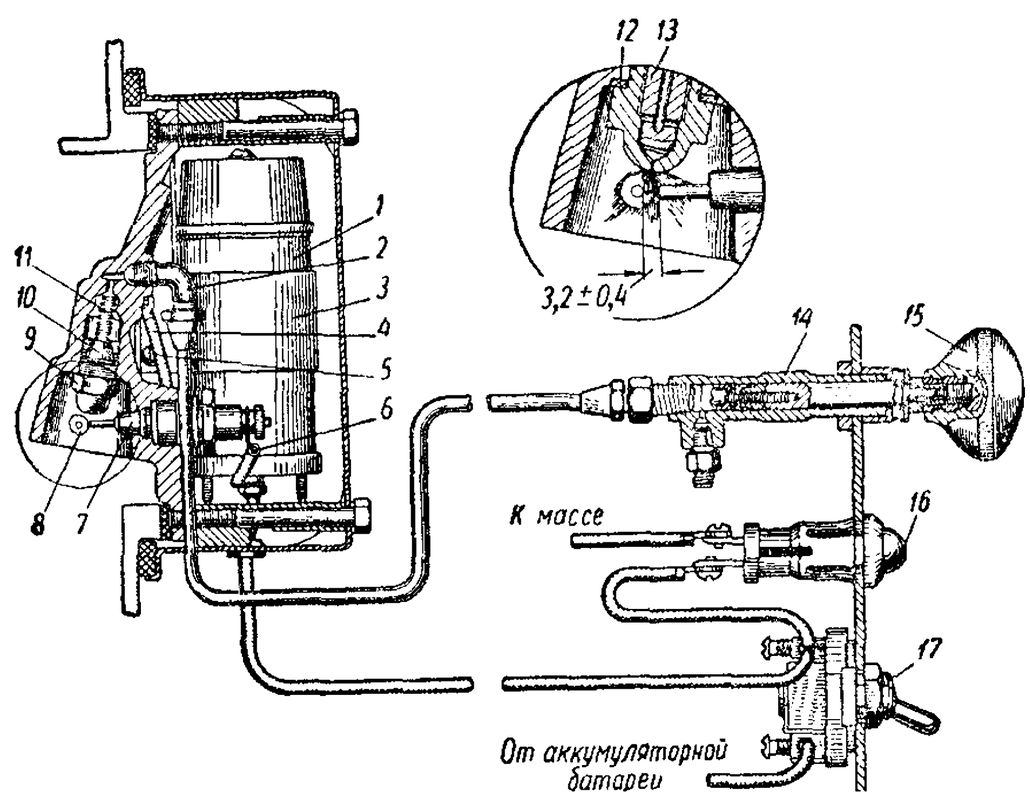
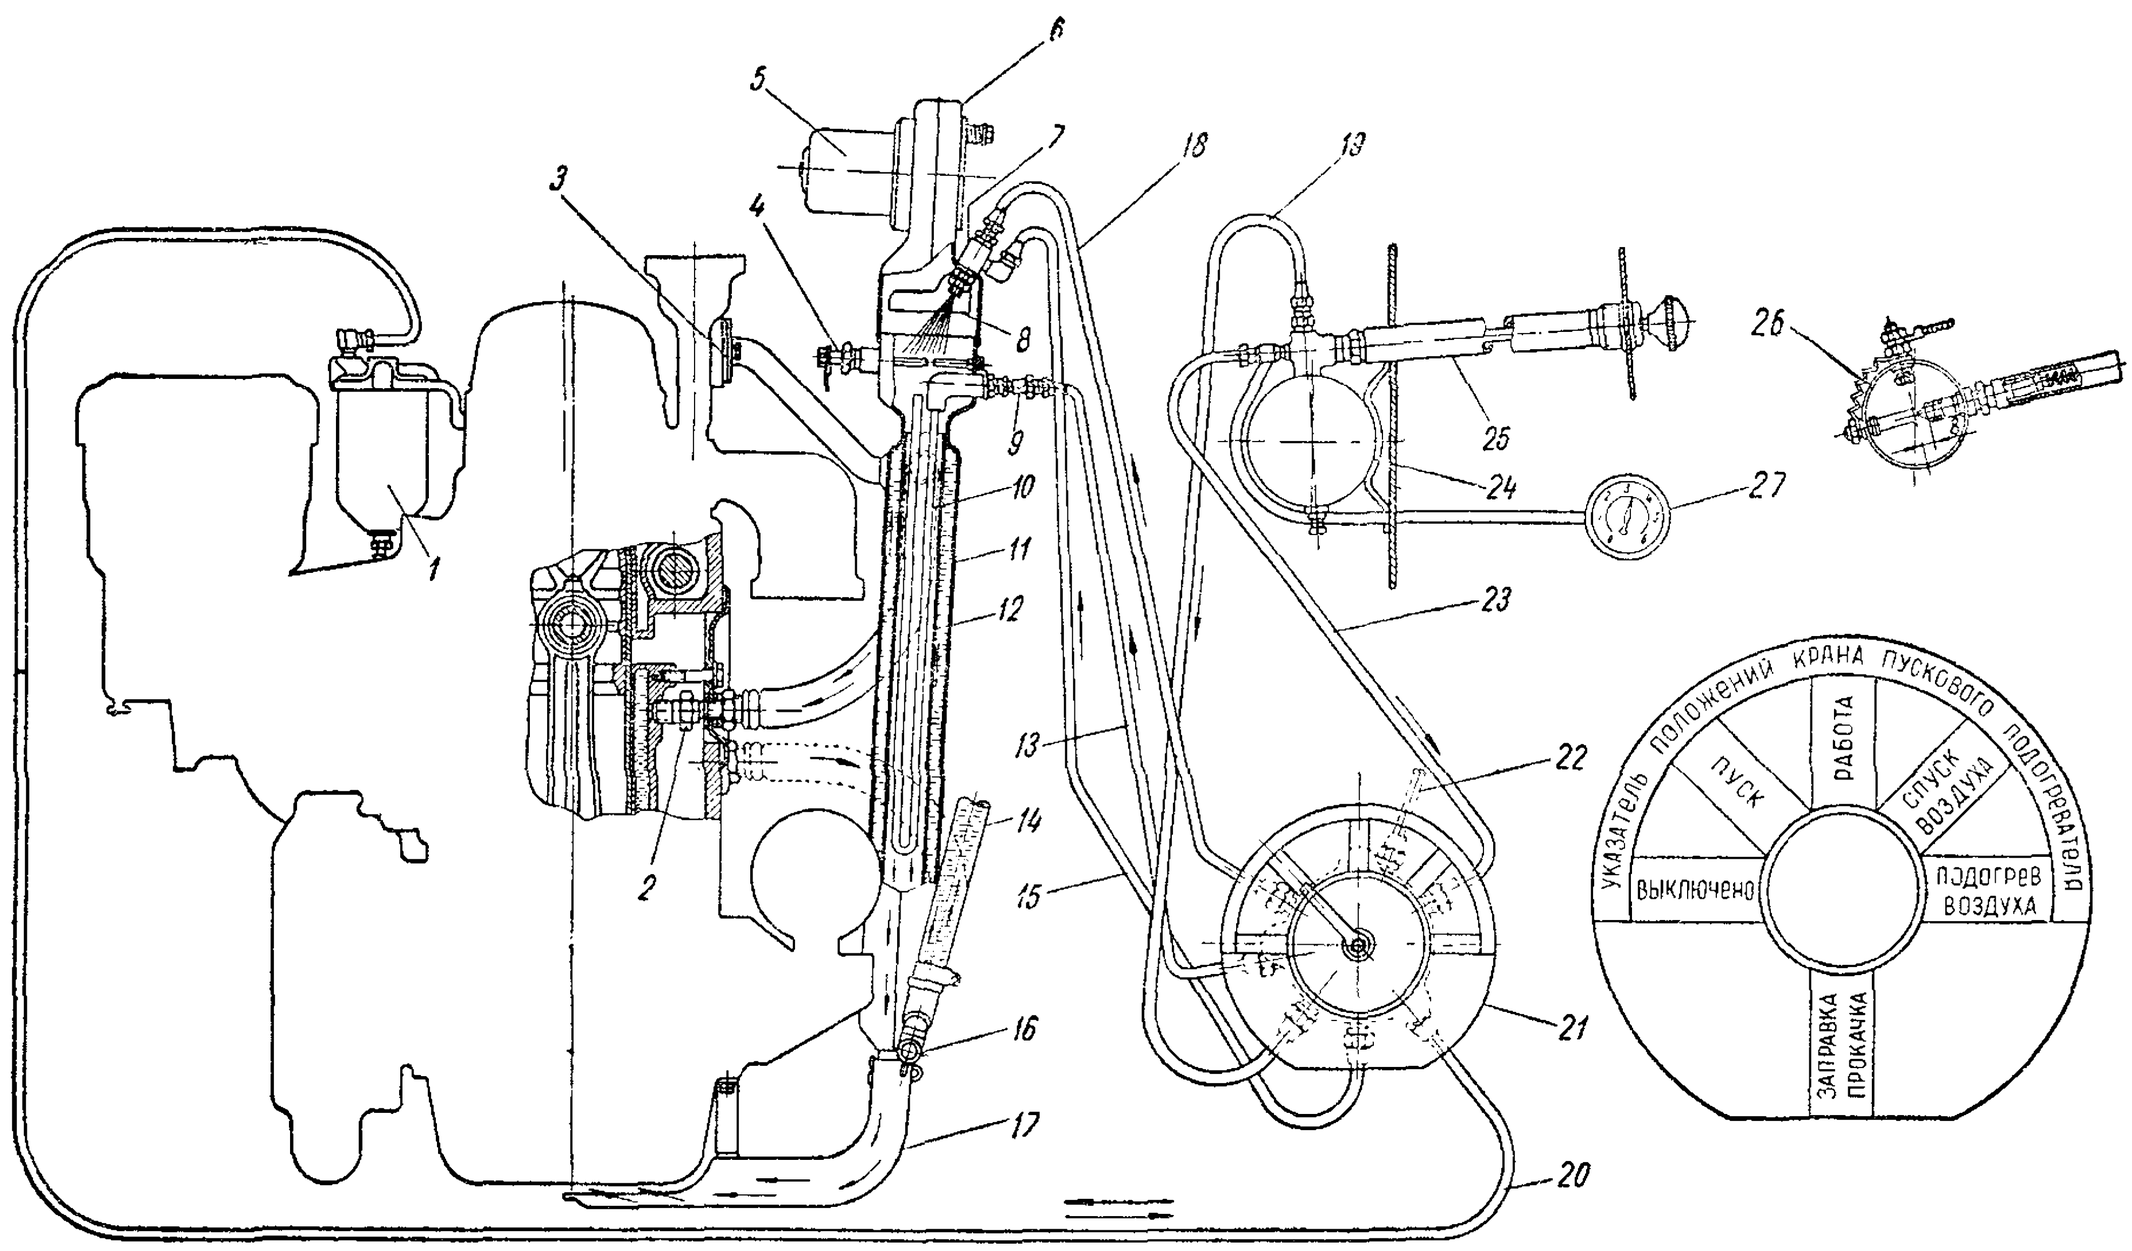

Рис. 81. Электрофакельный пусковой подогреватель:
Рис. 82. Схема безлампового пускового подогревателя:
Для облегчения пуска двигателя при температуре окружающего воздуха ниже +5°С служит электрофакельный подогреватель (рис. 81). Однако при температуре ниже —5° С перед применением электрофакельного подогревателя нужно двигатель прогреть дополнительно. Для этого используется специальный безламповый пусковой подогреватель (рис. 82), а на двигателе ЯАЗ-М204Г — лампа подогрева (инструкция по применению лампы прикладывается к двигателю отдельно).
Пусковой подогреватель (рис. 81) состоит из поршневого насоса для подачи топлива, бачка для питания насоса, распыливающей форсунки, фильтра, свечи зажигания, катушки зажигания высокого напряжения с электромагнитным прерывателем, включателя катушки зажигания, контрольной лампы, комплекта электропроводов и комплекта трубок для подвода топлива к насосу и форсунке.
Подогреватель подключается к системе охлаждения двигателя через специальные патрубки *2* (рис. 82), которые вместо пробок ввернуты через крышки люков в бобышки стенки водяной рубашки.
г) отражатель *8* форсунки (рис. 82) предназначен для отражения газообразного топлива, выходящего из испарителя во время его работы, и для улучшения перемешивания газообразного топлива с воздухом, подаваемым вентилятором.
Для установки рукоятки *9* крана в определенном положении, соответствующем данному этапу работы пускового подогревателя, имеется указатель положений (рис. 82).
10. Поддерживать в течение 1—2 минут в бачке давление 2 *кг/см*^{2}, обеспечивающее устойчивую работу форсунки. При отсутствии манометра *27* (рис. 82) давление определяют по величине пламени, выходящего из направляющей газов. Пламя не должно выходить за пределы поддона двигателя.
3. Перед заполнением системы охлаждения смесью с низкой температурой замерзания отсоединить верхний конец заливного шланга *14* (рис. 82) подогревателя от трубки, предварительно ослабив крепление хомута.